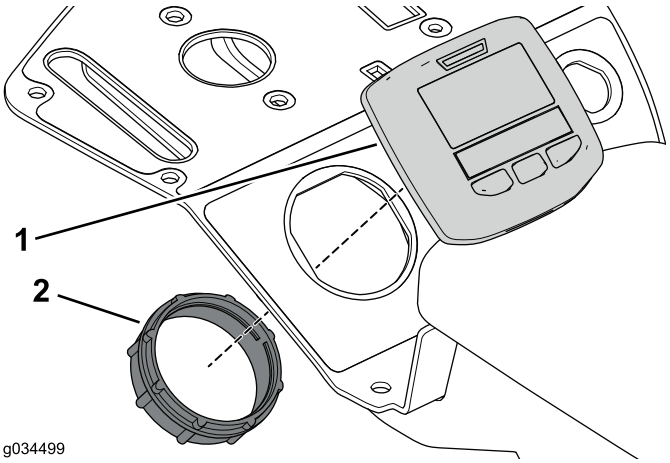

Рисунок 28
3. Прикрепите дисплей к узлу консоли с помощью стопорного кольца (Рисунок 28).